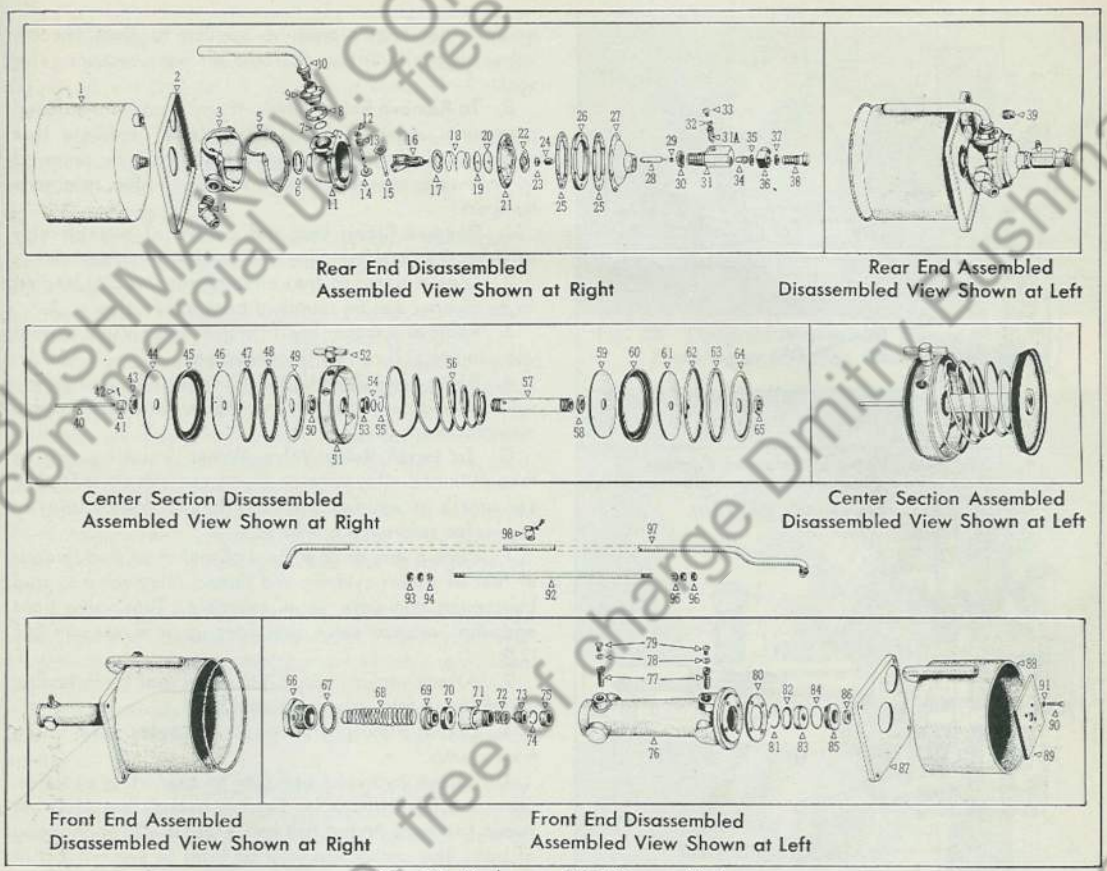

Fig. 34 Hydrovac Unit Disassembled
31A. Bleeder Valve (Fig. 34)
32. Lockwasher (Fig. 34)
33. Bleeder Screw (Fig. 34)
77. Bleeder Valve (Fig. 34)
78. Lockwasher (Fig. 34)
79. Bleeder Screw (Fig. 34)
91. Lockwasher (Fig. 34)
94. Lockwasher (Fig. 34)
95. Lockwasher (Fig. 34)
97. Hydraulic Tube (Fig. 34)
98. Tube Clip (Fig. 34)